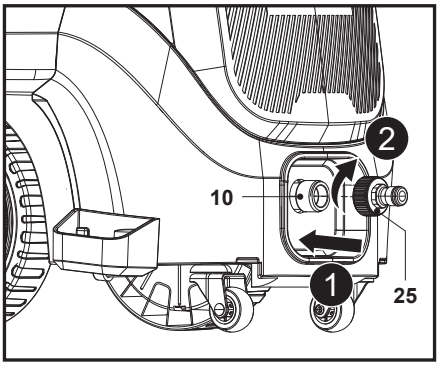

Rys. 9
Wyrównać i przykręcić adapter przyłącza wody (25) do przyłącza wlotu wody (10) z przodu maszyny (rys. 9, kroki 1, 2).